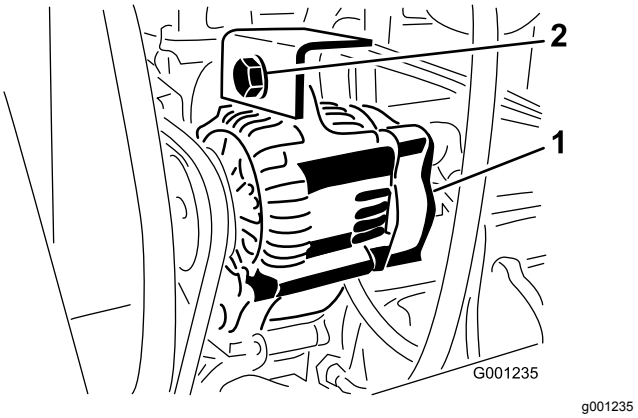

Figur 74
2. Lossa fästskruven till generatorn (Figur 74)
3. Öka eller minska generatorremmens spänning och dra åt fästskruven (Figur 74).